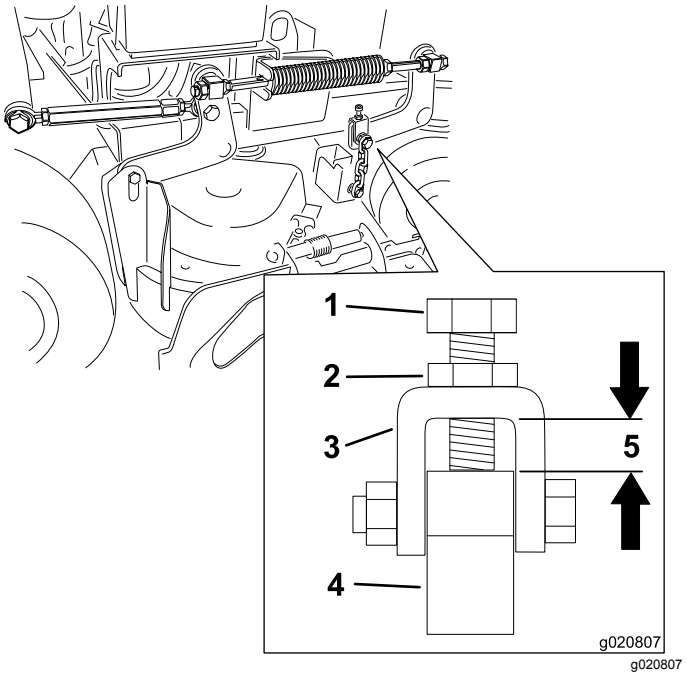

Bild 82
Hinweis: Der Abstand muss 11 mm sein, siehe Bild 82
6. Lösen Sie die obere Kettenschraube, wenn eine Einstellung erforderlich ist (Bild 82).
7. Lösen Sie die Klemmmutter und stellen Sie die Schraube ein, um den richtigen Abstand zu erhalten, der in Bild 82 dargestellt ist.